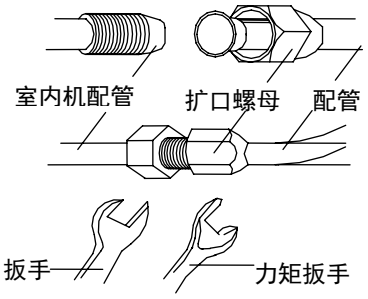

图 12
5. 配管的弯曲半径不能太小，否则配管可能折断或破裂。所以安装人员在弯曲配管时，请用弯管器。（参见图 12 和表 2）